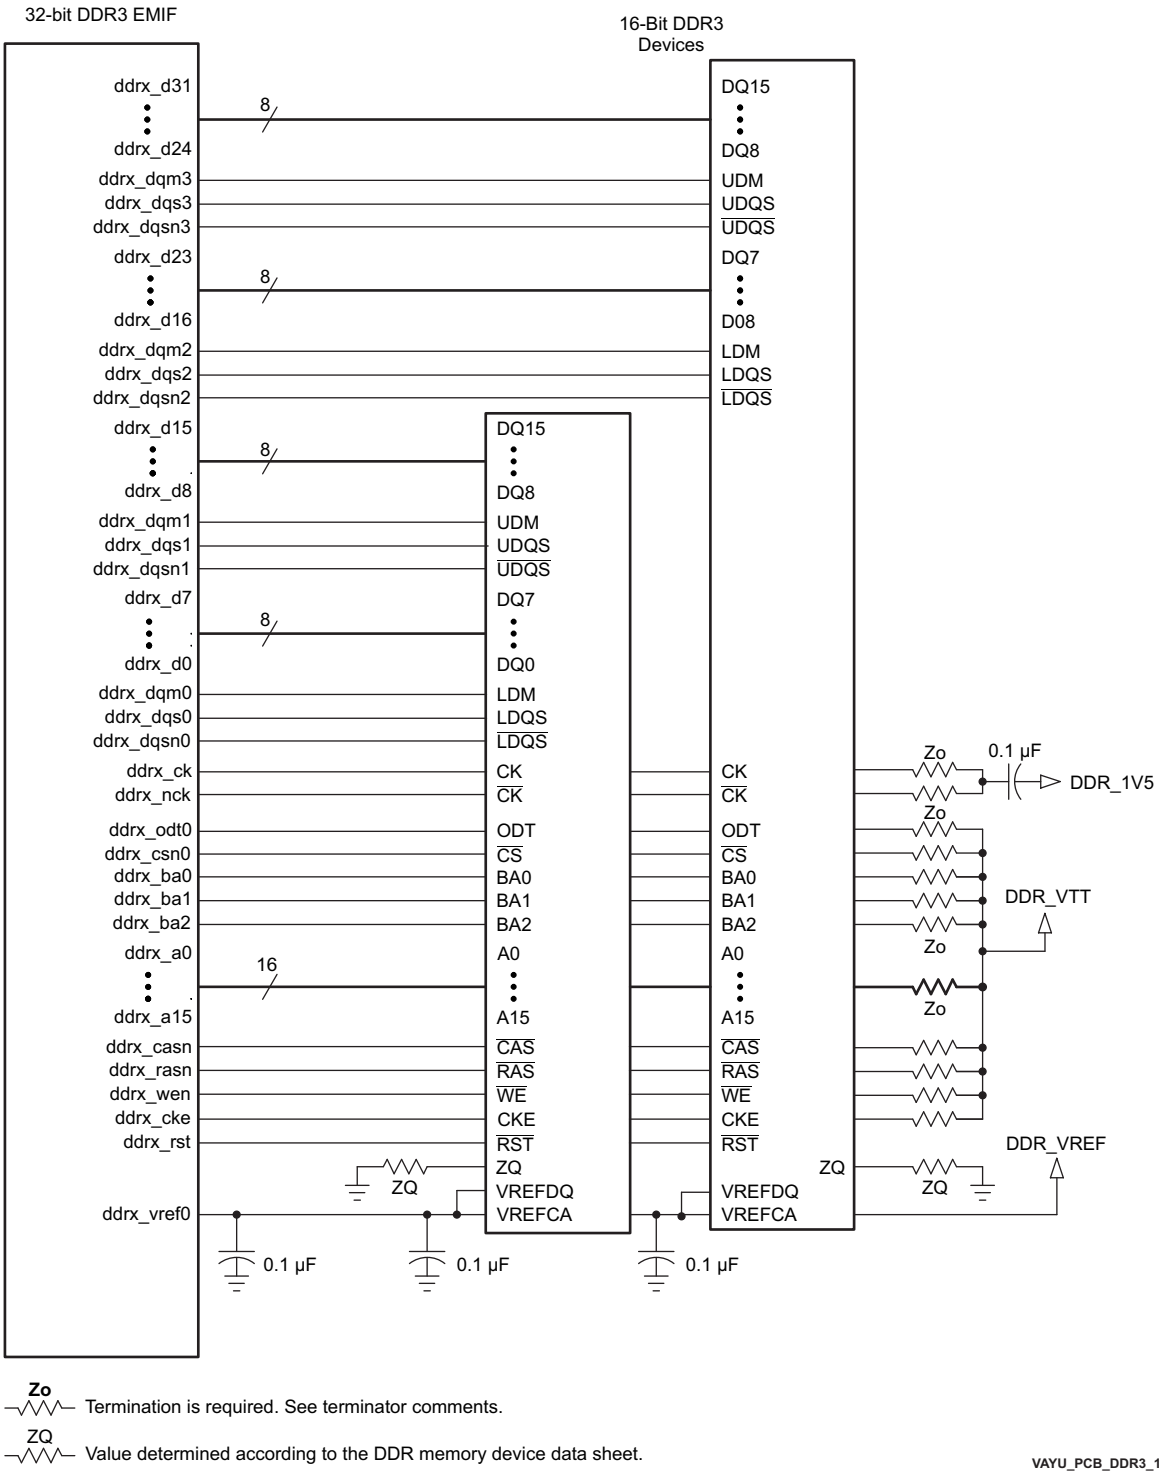

**Figure 8-2. 32-Bit, One-Bank DDR3 Interface Schematic Using Two 16-Bit DDR3 Devices**
The DDR3 interface schematic varies, depending upon the width of the DDR3 devices used and the width of the bus used (16 or 32 bits). General connectivity is straightforward and very similar. 16-bit DDR devices look like two 8-bit devices. Figure 8-2 and Figure 8-3 show the schematic connections for 32-bit interfaces using x16 devices.
Note that the 16-bit wide interface schematic is practically identical to the 32-bit interface (see Figure 8-2 and Figure 8-3); only the high-word DDR memories are removed and the unused DQS inputs are tied off.
(1) Refer to Table 8-2 Switching Characteristics Over Recommended Operating Conditions for DDR3 Memory Controller for the range of supported DDR clock rates.
(2) For valid DDR3 device configurations and device counts, see Section 8.2.2.4, Figure 8-2, and Figure 8-3.